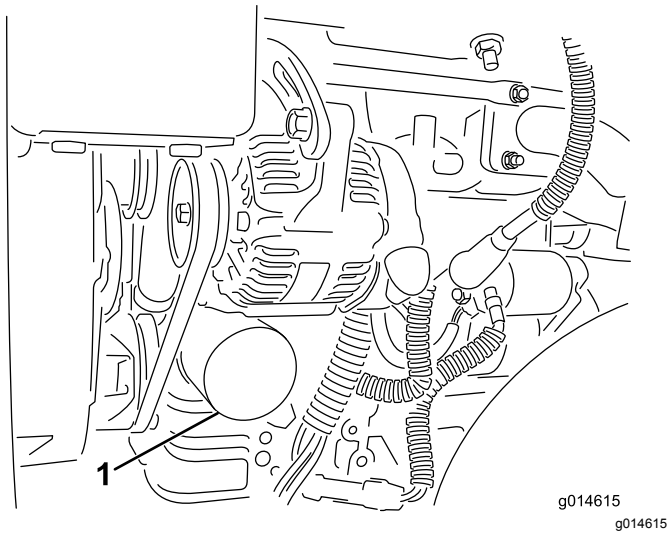

Rysunek 41
2. Wyciągnij filtr oleju (Rysunek 41). Nałóż cienką warstwę czystego oleju na uszczelkę nowego filtra.